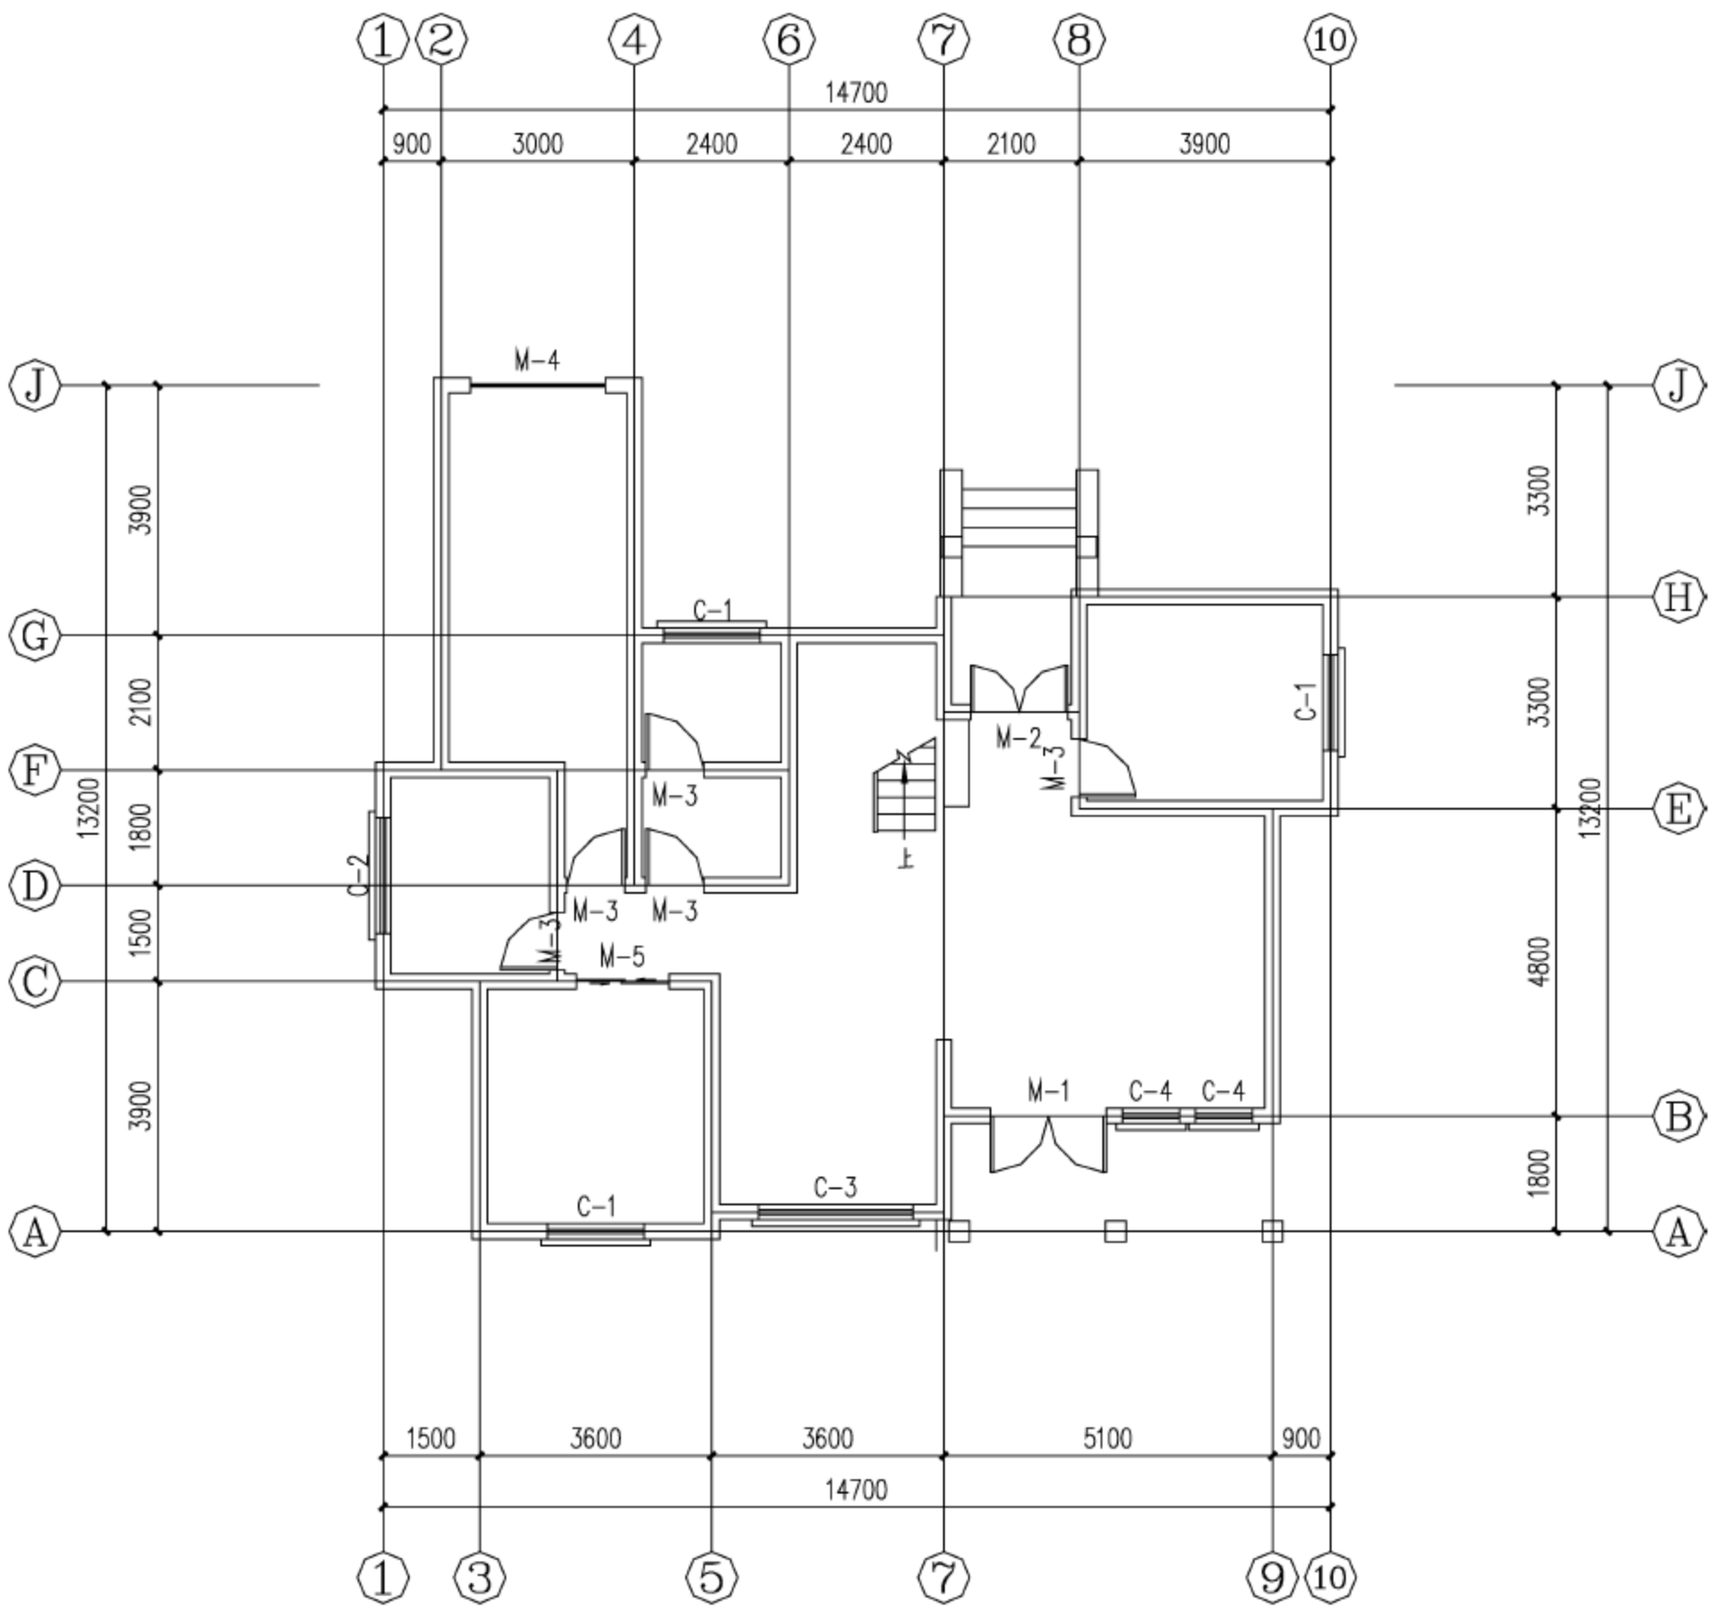

图 18-38　绘制台阶 1
台阶可以直接用天正绘制而成，生成的台阶如图 18-38 所示。绘制台阶的步骤如下。
（1）首先采用 AutoCAD 2018 中的命令绘制台阶两边的扶手，利用“矩形”命令在合适位置绘制两个 340×1980 的矩形，如图 18-38 所示（注意：在天正绘图中对采用 AutoCAD 命令绘制的部分，在立面图中需要补充绘制，利用“生成立面图”命令是完不成的）。
(3) 单击绘图区域，根据命令行提示选择台阶的插入点，形成如图 18-38 所示的插入台阶的形式。